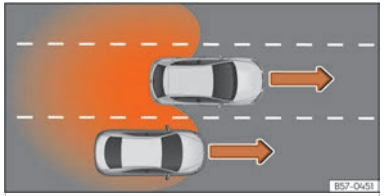

Fig. 130 Overtaking in the central lane and then joining the right lane.
- When overtaking another vehicle ››› Fig. 130 with a speed difference of approx. 10 km/h (6 mph). If the vehicle is passing at a considerably higher speed, no indication will be displayed.